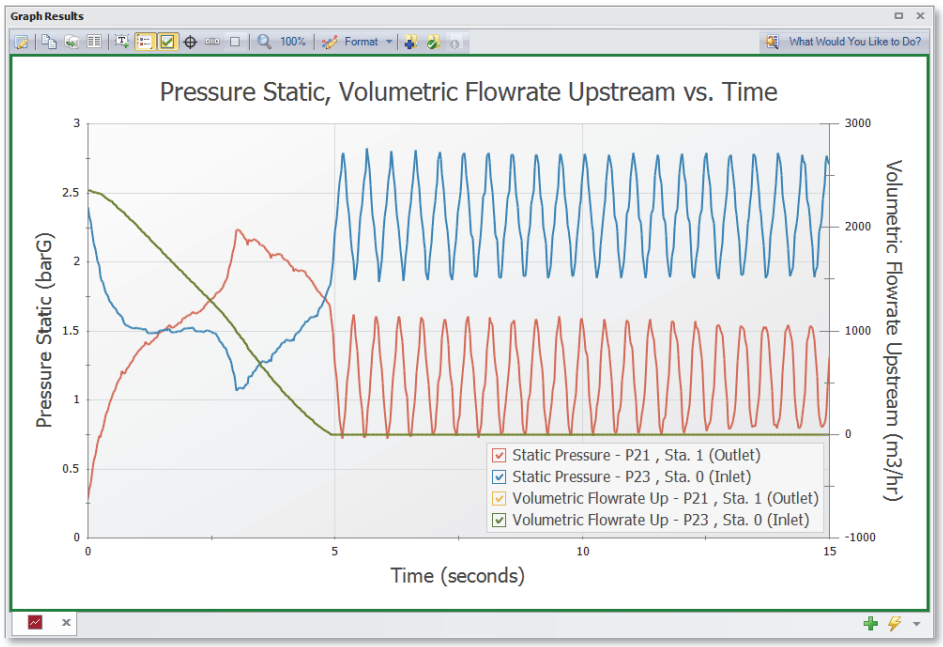
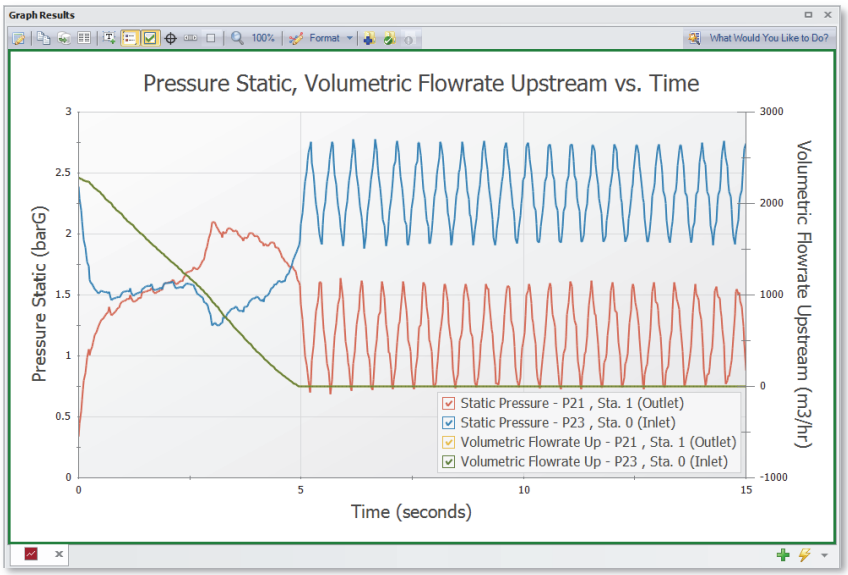

Figure 4.3 Pressure and volumetric flow rate transients using the standard pump curve data.
Figure 4.7 **Pressure and volumetric flow rate transients using a Four Quadrant Curve dimensionalized at the BEP.**
7. Click the Generate button. The resulting pressure and flow transients are shown in Figure 4.3.
In Figure 4.3 you can see that the pressure increases at the pump inlet and decreases at the valve outlet until a maximum pressure of 2.23 barG at the pump inlet and a minimum pressure of 1.08 barG at the valve outlet is reached. The pressures then begin to oscillate once the discharge valve becomes fully closed.
Using the Scenario Manager load each of the four quadrant scenarios and run them, then go to the Graph Results tab. For each scenario generate the “Pump Suction & Valve Outlet Pressures and Flows” graph by double clicking the graph name in the Graph List Manager on the Quick Access Panel. The results for each of the scenarios can be seen in Figures 4.7 and 4.8. In comparing the transient results for the two four quadrant scenarios, there are no major visible differences.
Comparison between the four quadrant graphs (Figure 4.7 & 4.8) and standard pump curve graph (Figure 4.3) reveals that while the results are similar, there is a visible difference of about 0.1 barG between the maximum and minimum points in the four quadrant scenario graphs and the standard pump curve scenario graph. These differences can be attributed to the small flow oscillations that are neglected in the standard pump curve scenario due to the internal check valve.